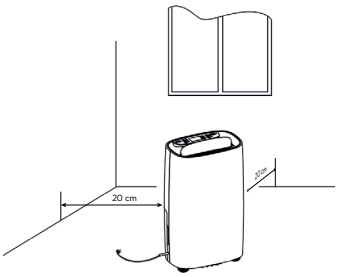

Bild 1
1. Placera avfuktaren på ett plant, stabilt och jämnt underlag. Placera apparaten så att det finns minst 20 cm fritt utrymme på varje sida för fri luftcirkulation (fig. 1).